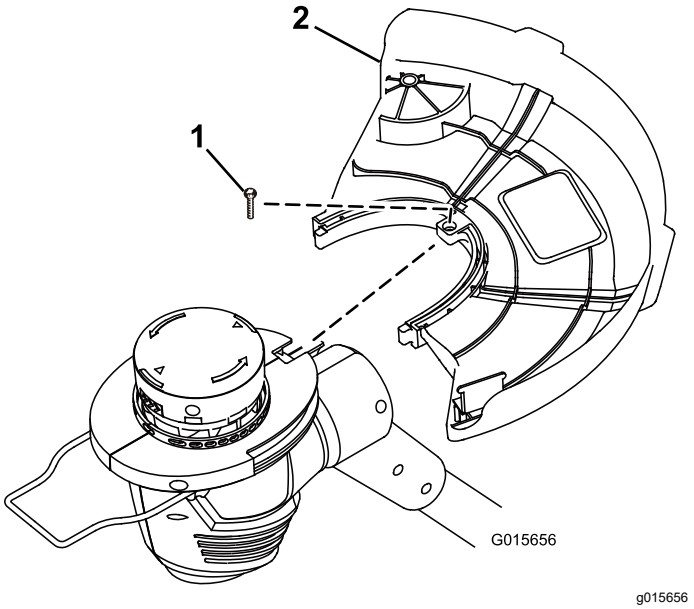

Figura 2
1. Deslice el protector sobre la base de la desbrozadora, según se muestra en Figura 2.